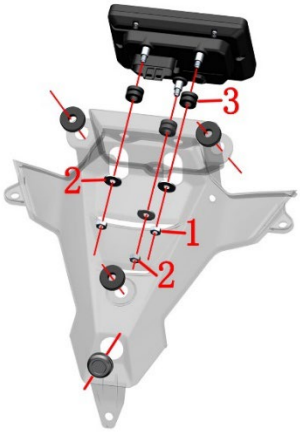

Figure 2
b. Use a #10 socket to remove the M6 nut (1), and use a #10 box wrench to remove the M6 nut (2). Be careful not to lose the gasket (2) and the buffer rubber (3). (Figure 2).
b. Use a T25 Torx wrench to remove the five M6 internal Torx bolts shown in Figures 2, 3, and 4.